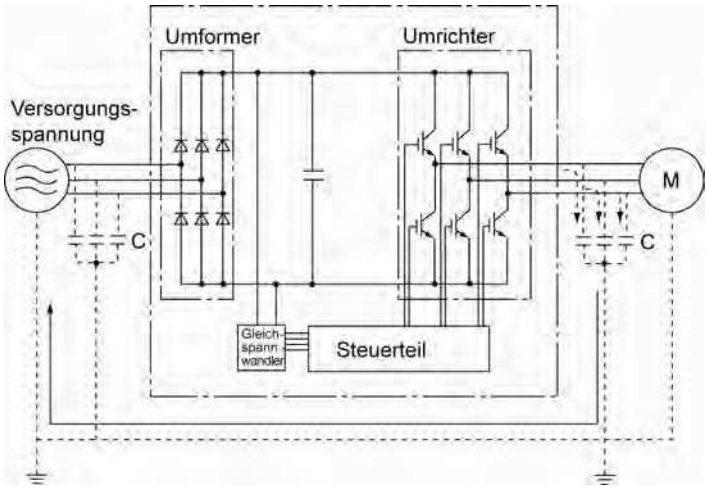

Abbildung A.1 Umriss der Umrichterkonfiguration
Abbildung A.1 zeigt den Umriss einer Umrichterkonfiguration. Der Umrichter wandelt in einer Umwandlungseinheit Wechselstrom (AC) in Gleichstrom (DC) (Gleichrichten) um und wandelt DC in AC (Wechselrichten) mit Dreiphasen-Gleitspannung und Gleitfrequenz um. Die Umwandlung (Wechselrichten) wird durch eine PWM durchgeführt, die durch Schalten von sechs Transistoren (IGBT-Schaltelemente, usw.) implementiert ist, und zur Steuerung des drehzahlveränderbaren Motors verwendet wird.
Neben dem Hauptumrichterteil kann der Gleichspannungsleistungsregler (Gleichspannungswandler), der die Energiequelle für die Steuerelektronik des Umrichters ist, eine Rauschquelle derselben o. a. Prinzipien darstellen. Siehe Abbildung A.1 weiter unten.